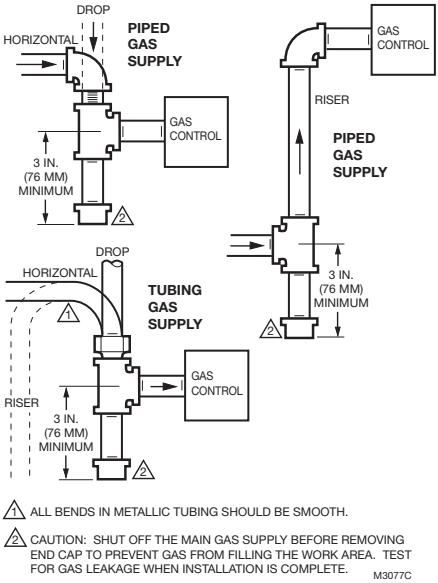

Fig. 2. Sediment trap installation.
3. Install sediment trap in the supply line to the gas control. Refer to Fig. 2.